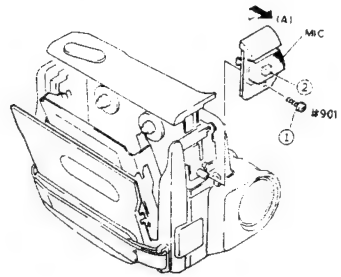
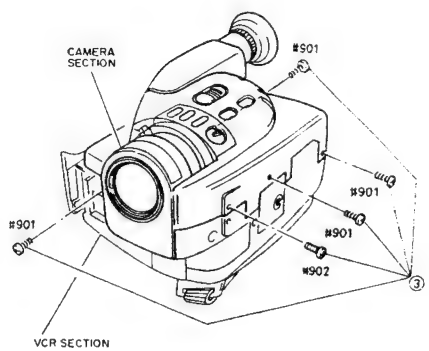

Fig. 2-11
Fig. 2-12
1) Remove one (1) screw holding the microphone (MIC). (See Fig. 2-11)
2) Remove the MIC in the direction of arrow (A) and disconnect one (1) connector (CN014) on the MIC.
3) Remove five (5) screws holding the camera section and VTR section. (See Fig. 2-12)